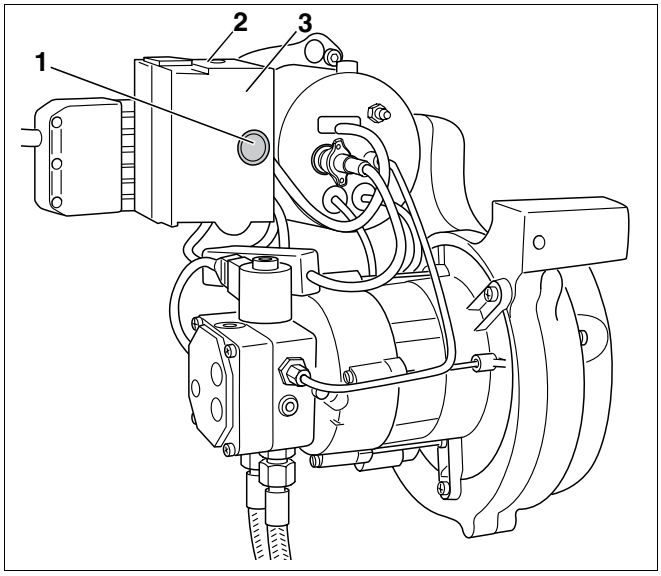

Fig. 31 Tasto di riarmo e spie luminose
- Sfiatare il sistema mediante la pompa del gasolio, e non premendo ripetutamente il tasto di riarmo (fig. 31, **pos. 1**).
- Premere per più di un secondo il tasto di riarmo (fig. 31, **pos. 1**) (accensione). Dopo circa cinque secondi il bruciatore passa in modalità avviamento ed esercizio (vedere tabella 8, "Indicazione dello stato d'esercizio del bruciatore con LED multicolore", pagina 18).
- Premere il tasto di riarmo (fig. 31, **pos. 1**, pagina 26).